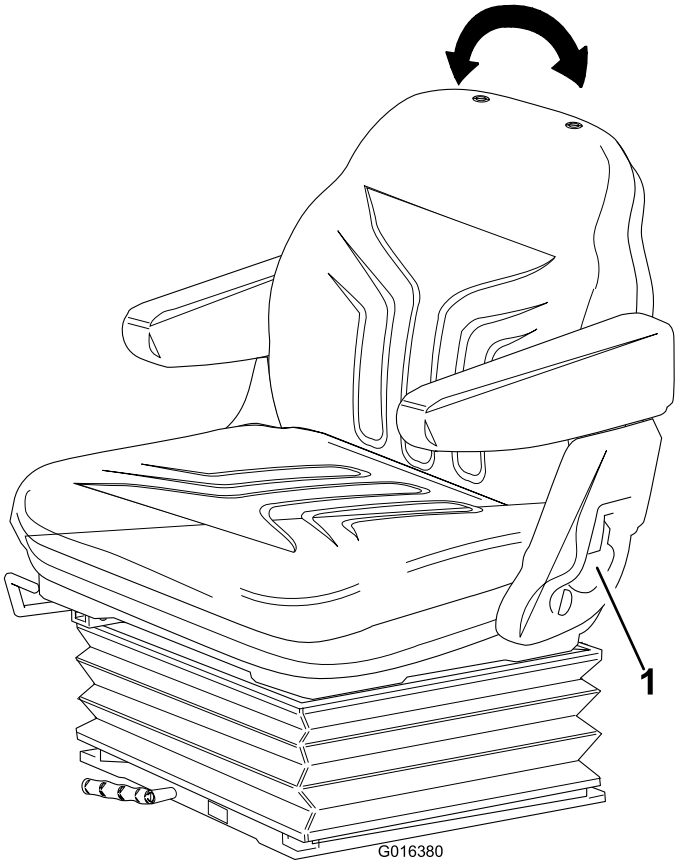

Figur 14
- **Justering af ryglæn:** Træk håndtaget udad for at justere vinklen på sædets ryglæn. Slip håndtaget for at låse sædets ryglæn på plads (Figur 14).